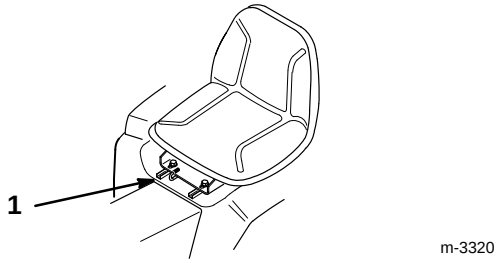

Figure 22
1. Pour régler la position, pousser le levier sur le côté de manière à déverrouiller le siège (Fig. 22).